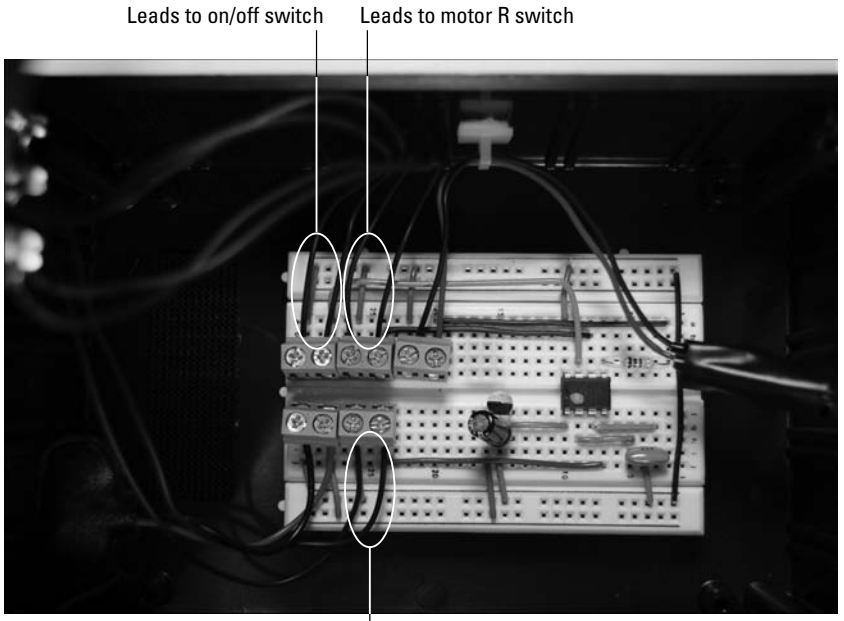

Figure 11-20: Attaching wires to terminal blocks.
15. **Attach the wires from the switches to the terminal blocks, as shown in Figure 11-20.**